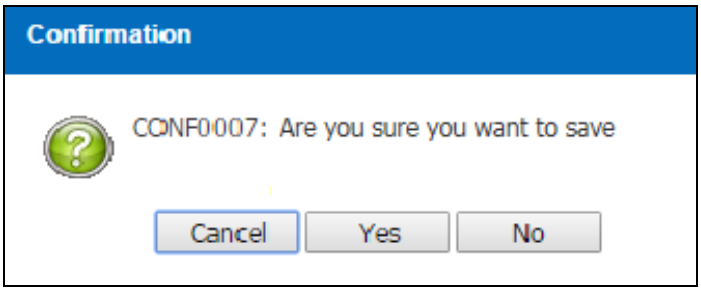

Figure 3.9.1-10 Confirmation Message
- *System will display a Confirmation Message as Figure 3.9.1-10*
- *Click on the* Yes *button to save the record and the record will updated in the Vote Activity screen as Figure 3.9.1-11*